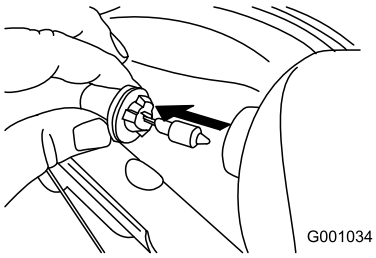

Figur 63
3. Fjern pæren ved å ta den rett ut fra baksiden av frontlykten (Figur 63).